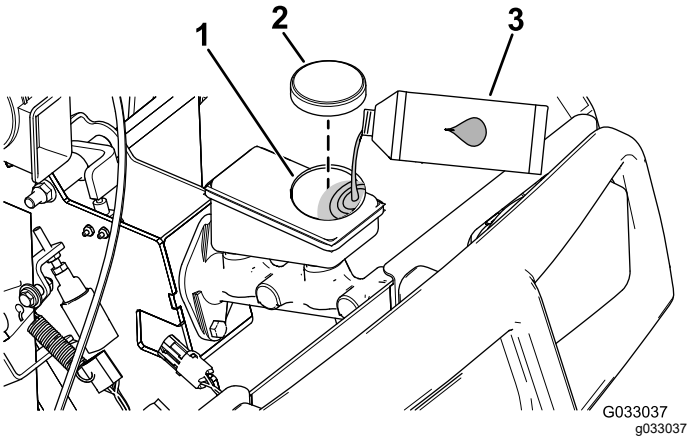

Figuur 64
4. Open de motorkap om toegang te krijgen tot de hoofdremcilinder en het reservoir (Figuur 64).
A. Reinig de omgeving van de reservoirdop en verwijder de dop (Figuur 64).
C. Plaats de dop weer op het reservoir (Figuur 64).